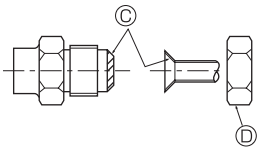

Fig. 5-5
Ⓐ (Fig. 5-5)
5.5. Connexion des tuyaux (Fig. 5-4) (Fig. 5-5)
[Fig. 5-5]